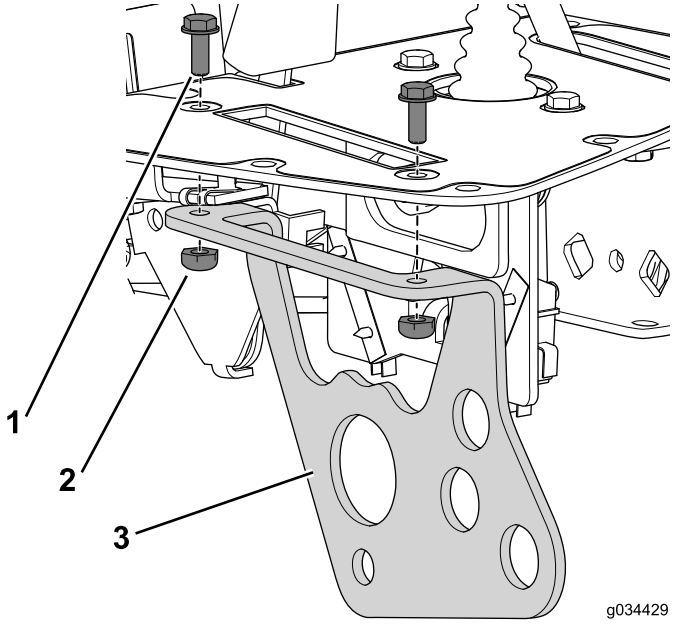

Bild 21
1. Befestigen Sie die Funktionshebelhalterung mit der Schraube (Nr. 10 x 1/2") und Sicherungsmutter am Bedienfeld (Bild 21).